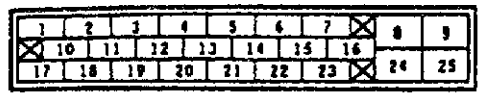

图 5－3－13
①测量各端子与接地间的电压。端子电压检查如表 5－3－4 所示。
②端子的布置如图 5－3－13 所示。